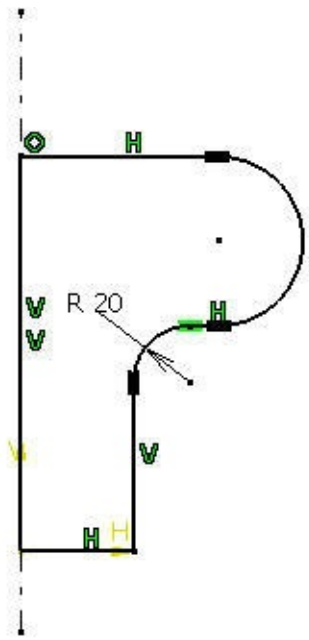

Figure 4-56 *Sketch drawn using the* ***Axis*** *and* ***Profile*** *tools*
b. Apply the required geometrical and dimensional constraints, refer to Figures 4-56 through 4-58.
5. Using the **Profile** tool, draw the required sketch, as shown in Figure 4-56. Use the **Tangent Arc** option and the **R** edit box of the **Sketch tools** toolbar to create the radial shape.